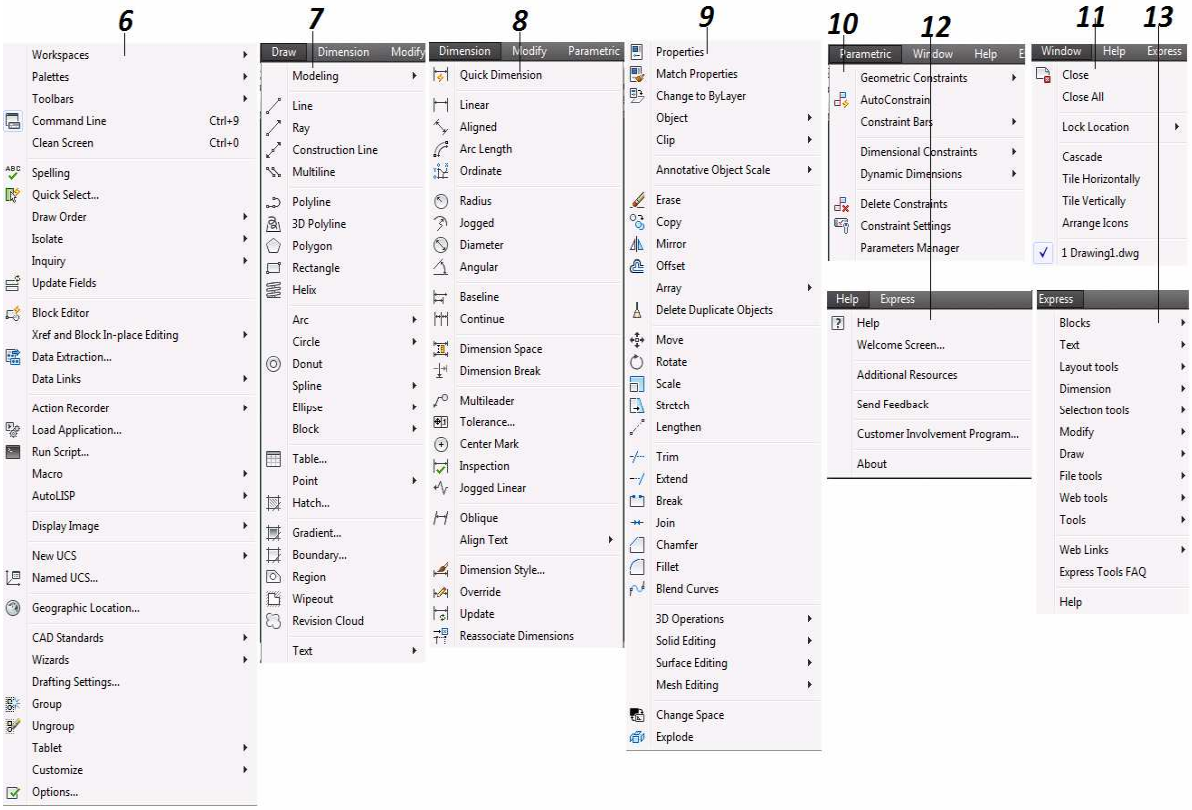

Figura 2.6. Menús principales o de ventanas
6. ***Herramientas [Tools]:*** Ordenes como editor de Bloques, Consultas, Escalas del Dibujo, Calculadora, Espacios de Trabajo, etc. *(figura 2.6)*.
7. ***Dibujo [Draw]:*** Contiene las órdenes para crear nuevas entidades como lo son Líneas, Círculos, Polígonos, etc. *(figura 2.6)*.
8. ***Acotar [Dimensions]:*** Ordenes para acotar las entidades como: Líneas, Círculos, polígonos, etc. *(figura 2.6)*
9. ***Modificar [Modify]:*** Ordenes para modificar las entidades: Círculos, Polígonos, etc. *(figura 2.6)*.
10. ***Ventana [Window]:*** Ordenes para Administrar Ventanas *(figura 2.6)*.
11. ***Ayuda [Help]:*** Ordenes para obtener Ayuda, Recursos Adicionales Servicios del Cliente, etc. *(figura 2.6)*.
12. ***Express [Express]:*** Ordenes para manejar Capas, Bloques, Textos, Dimensiones, Dibujos, etc. *(figura 2.6)*.
13. ***Paramétrico [Parmetric]:*** Ordenes para Parametizar las Entidades *(figura 2.6)*.